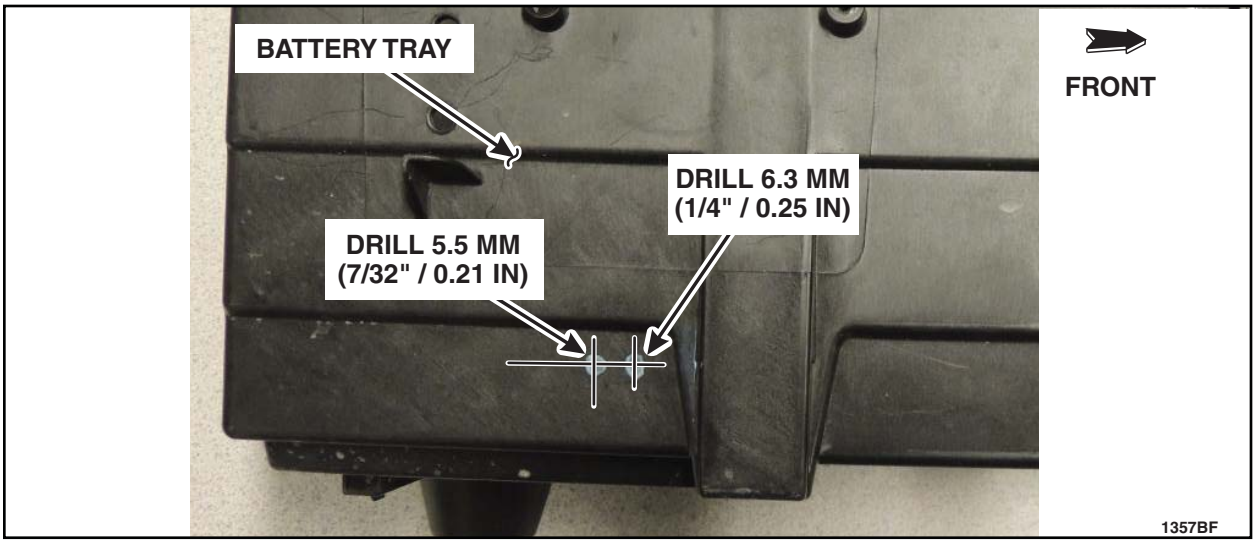

FIGURE D3
3. Using the appropriate size drill bit for two (2) remaining marked locations on the battery tray, 5.5 mm (7/32" / 0.21 in) and 6.3 mm (1/4" / 0.25) as indicated in Figure D3, drill the two (2) holes. See Figure D3.